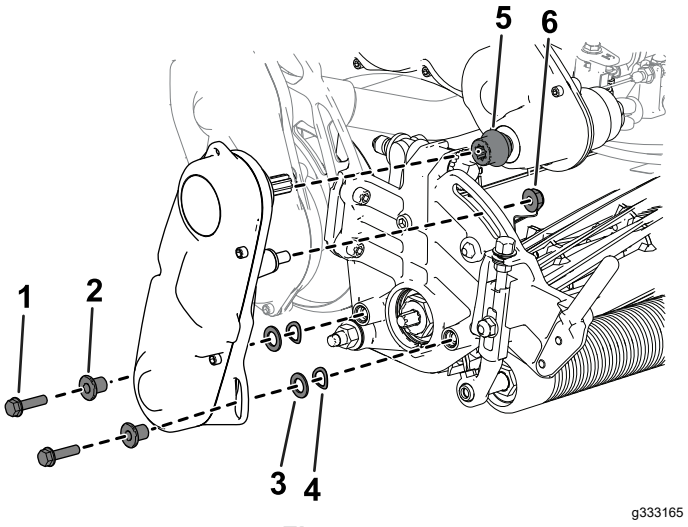

Figuur 5
6. Monteer de koppeling aan de aandrijfas van de transmissie (Figuur 5).
7. Gebruik het eerder verwijderde bevestigingsmateriaal om de messenkooiaandrijving aan de maai-eenheid te monteren (Figuur 5).
8. Zorg ervoor dat de koppeling (Figuur 5) gemakkelijk naar voren en naar achteren kan bewegen op de aandrijfas van de transmissie.